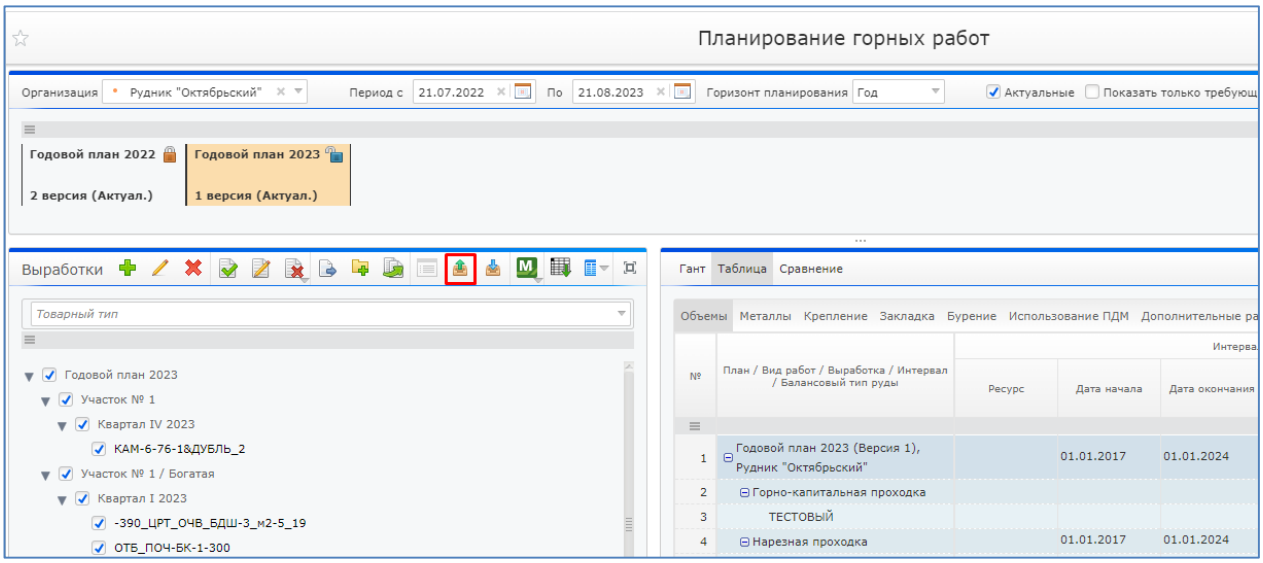

Рисунок 10. Кнопка «Выгрузить пакет данных»
2. В блоке «Выработки» нажать на кнопку «Выгрузить пакет данных» (Рисунок 10).